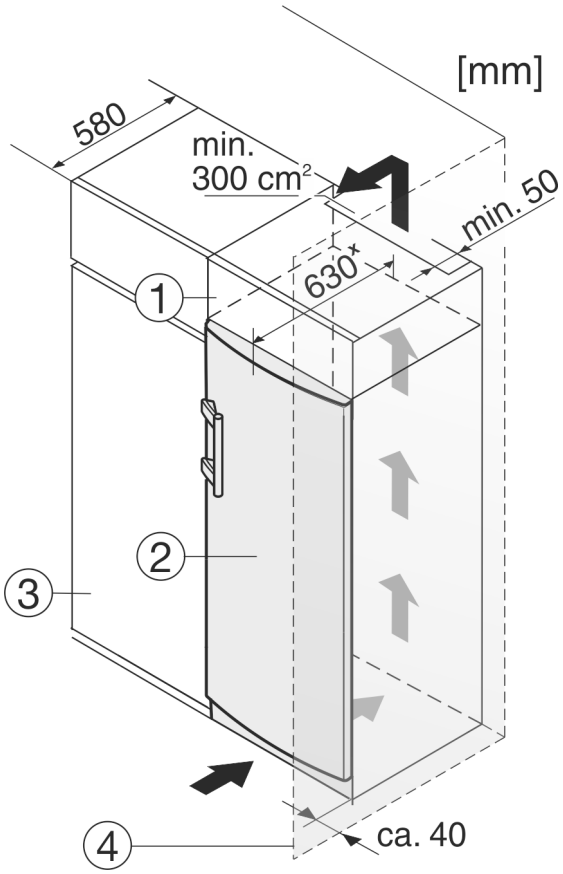

Fig. 12
Aparatul poate fi refăcut cu dulapuri de bucătărie. Pentru a aduce aparatul *Fig. 12 (2)* la același nivel cu mobilierul de bucătărie, se poate monta deasupra aparatului un dulap suspendat *Fig. 12 (1)*.
În cazul conversiei constructive cu dulapuri de bucătărie (grosime max. 580 mm), aparatul poate fi amplasat direct lângă dulapul de bucătărie *Fig. 12 (3)*. Aparatul iese în afară în partea laterală cu 34 mm x și în centrul aparatului cu 50 mm x în raport cu suprafața frontală a dulapului de bucătărie.
Atunci când aparatul este montat cu balamalele lângă un perete *Fig. 12 (4)*, distanța dintre aparat și perete trebuie să fie de cel puțin 40 mm. Această valoare corespunde proeminenței mânerului cu ușa deschisă.